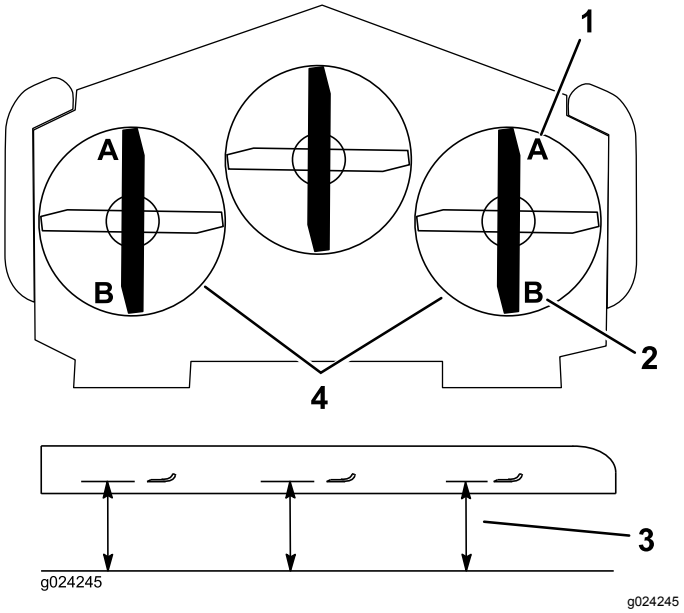

Figur 85
8. Mål fra den jevne overflaten til den fremre tuppen på kniven (posisjon A) på begge sider av klippeenheten, som vist i Figur 85.
13. Mål fra den jevne overflaten til den bakre tuppen på kniven (stilling B) på begge sider av klippeenheten, som vist i Figur 85.